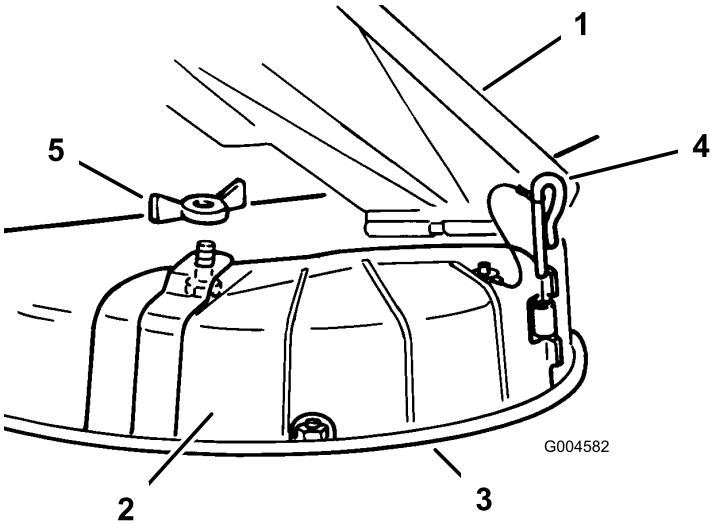

Figur 21
3. Fjern vingemøtrikken og bolten, der holder dækslet på plads (Figur 21).
4. Fjern hængselstappen, der fastgør dækslet på skjoldet (Figur 21).
3. Løft græsdeflektoren, placer udblæsningsdækslet over åbningen på plæneklipperens nederste kant, og skub det på plads i det forreste hængsel (Figur 21).
4. Træk hængselstappen gennem hængslet (Figur 21).
5. Fastgør udblæsningsdækslet på plæneklipperen vha. vingemøtrikken (Figur 21).